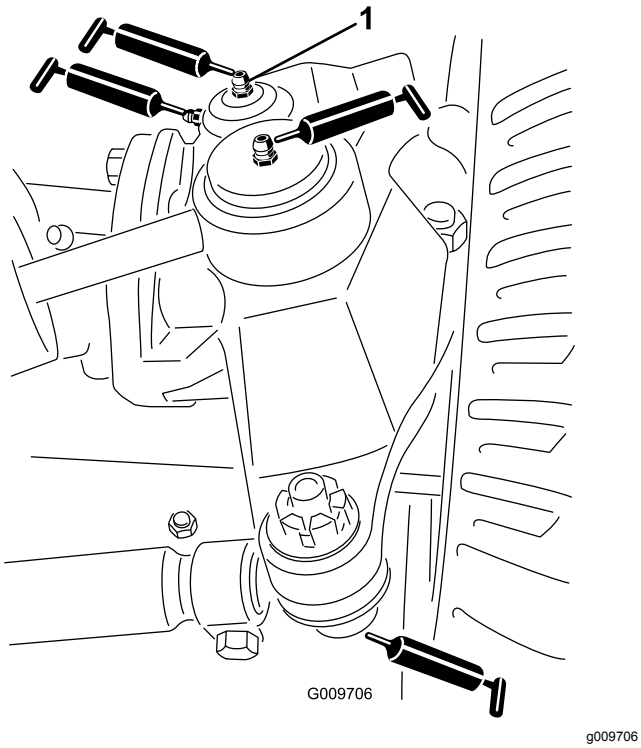

Figura 50
- Rótulas del cilindro de dirección (2) (Figura 50)
- Rótulas de las barras de acoplamiento (2) (Figura 50)
- Casquillos del pivote de dirección (2) (Figura 50). **El engrasador superior del pivote de dirección debe lubricarse solamente cada año (2 aplicaciones).**